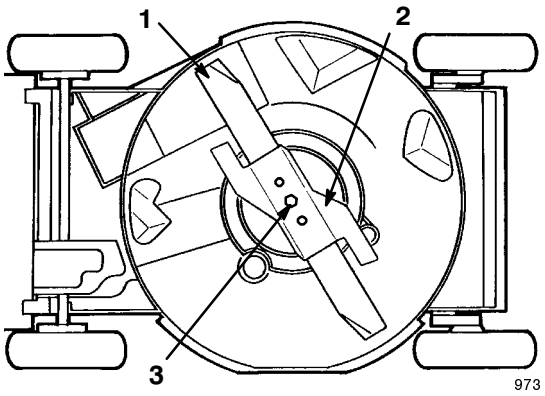

Figure 27
5. Tip the lawn mower onto its **left** side (air filter up) (Fig. 27).
Grasp the end of the blade using a rag or a thickly padded glove. Remove the blade bolt, the lock washer, the accelerator, and the blade (Fig. 27).